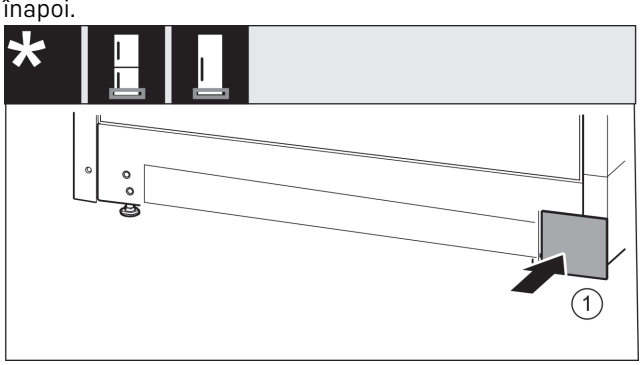

Fig. 17
▶ Așezați capacul *Fig. 17 (1)* din nou pe cealaltă parte.